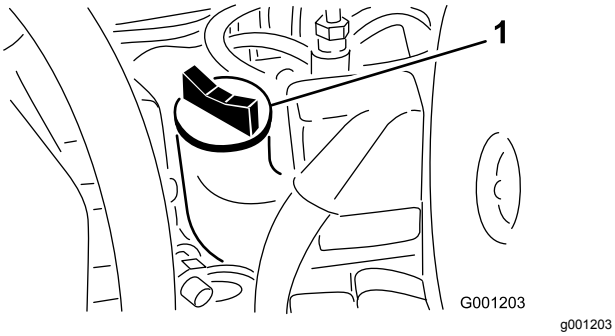

Figur 46
4. Om oljenivån ligger på eller under markeringen ADD på oljestickan lossar du oljepåfyllningslocket (Figur 46) och fyller på olja tills nivån når upp till markeringen FULL.